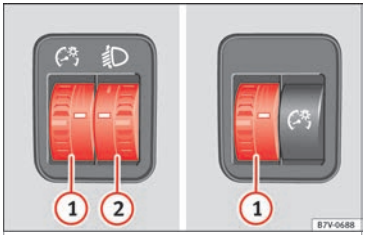

Fig. 62 Next to the steering wheel: instrument and switch lighting control ① and headlight range control ②
① Instrument and switch lighting
When the headlights are switched on, the brightness of the instruments and switch lighting can be regulated by turning the switch ››› Fig. 62 ①.
② Headlight range control
The headlight range control ››› Fig. 62 ② is modified according to the value of the headlight beam and the vehicle load status. This offers the driver optimum visibility and the headlights do not dazzle oncoming drivers ››› ⚠.
To reset, turn switch ››› Fig. 62 (2):